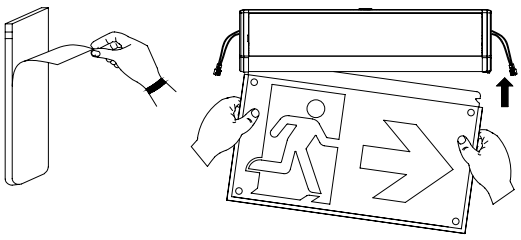

Fig. 5
7. Peel off protection films from the pictograms. Insert the pictogram panel into the main body assembly gently. Notice that the arrow direction needs to match the direction of the escape route. Change the pictogram if the exit sign is needed without an arrow (see Fig.5).
7. Retirez les films de protection des pictogrammes. Insérez délicatement le panneau de pictogrammes dans le corps principal de l'ensemble. Veillez à ce que le sens de la flèche corresponde à la direction de l'issue de secours. Remplacez le pictogramme si le panneau de sortie doit être utilisé sans flèche (voir fig. 5).